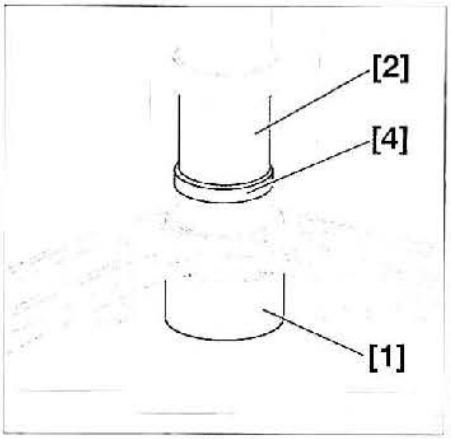

FIG. 14
• Colocar los útiles [1], [4] (tapón de montaje ref. 9704. T.A. en la parte delantera y ref. 0621.P en la parte trasera) y [2] en la articulación elástica **(fig. 14).**